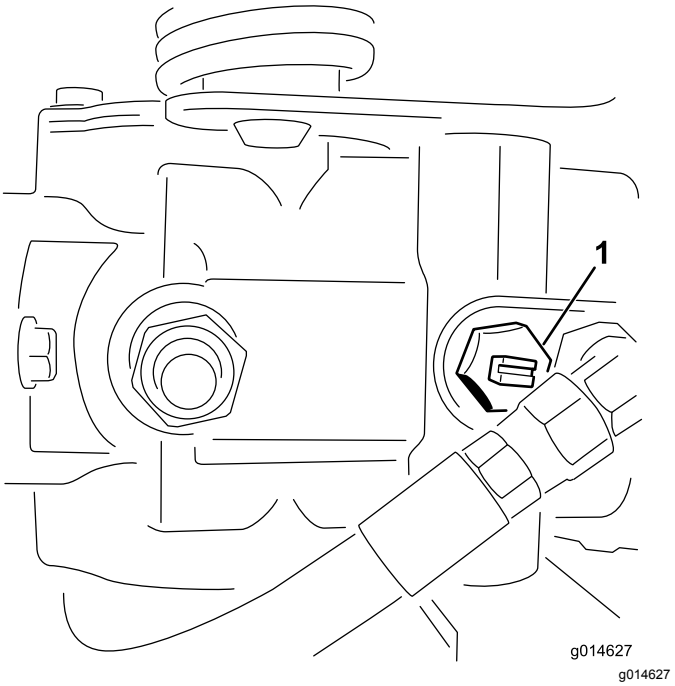

**Figuur 37**
1. Ga naar de omloopklep op de pomp en draai deze zodat de sleuf verticaal staat (Figuur 37).
2. Voordat u de motor start, moet u de omloopklep sluiten door deze zo te draaien dat de sleuf horizontaal staat (Figuur 37). U mag de motor niet starten als het ventiel open is.